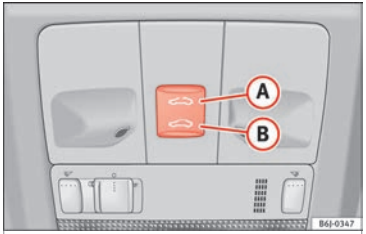

Fig. 11
- Opening: Press the ››› **Fig. 11** (A) button once only. If you keep it pressed down, it will open to the desired position.
• Closing: Press the ››› Fig. 11 (B) button once only. If you keep it pressed down, it will close to the desired position.